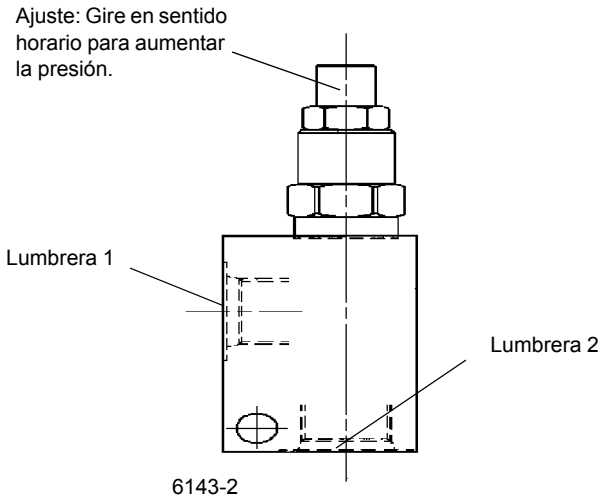

FIGURA 2-15
1. Desconecte la manguera de la lumbrera 1 en la válvula de alivio del cilindro de gato delantero central. (Vea la Figura 2-15.)
4. Mientras presiona los interruptores de extender y de activación del gato delantero en la caja de control de estabilizadores, revise la presión y ajuste la válvula de alivio a 14 +4/-0 bar (200 +50/-0 psi) (Figura 2-15).